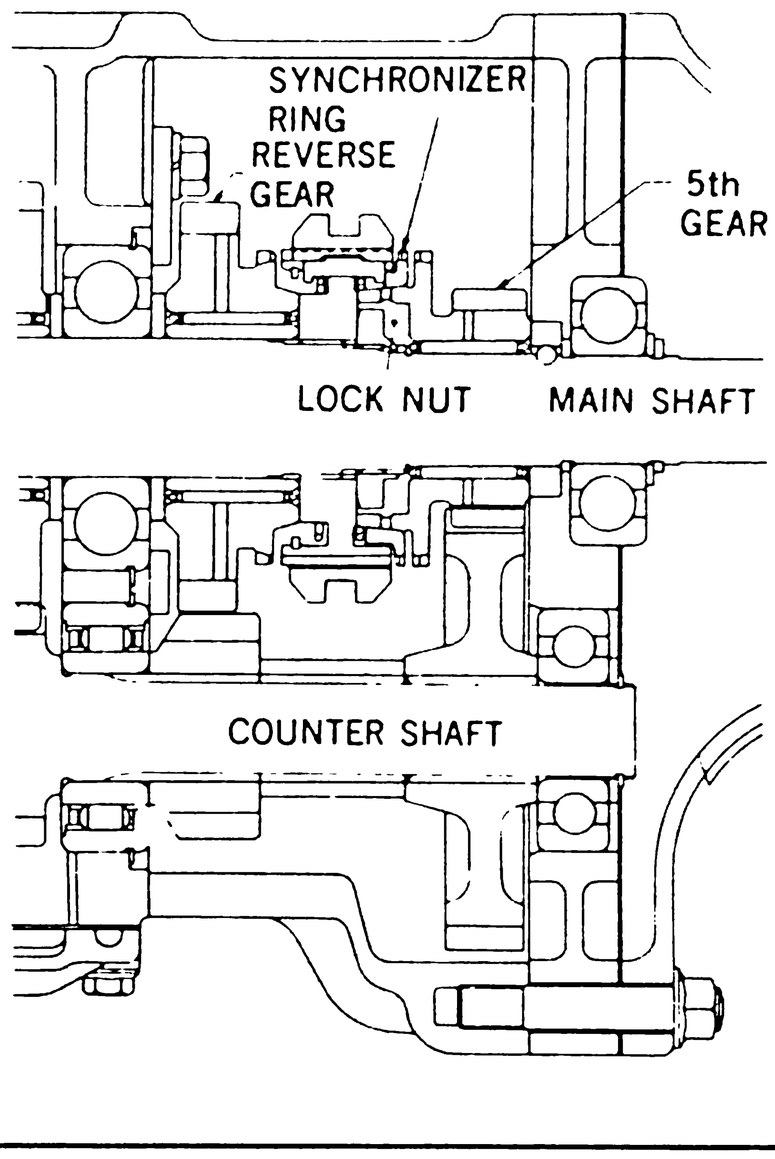

Fig. 5-7 Five speed manual transmission
- All the forward gears are constantmesh type with synchronizers as in the previous models and reverse gear is constantmesh type without the synchronizers as shown in Fig. 5-7.